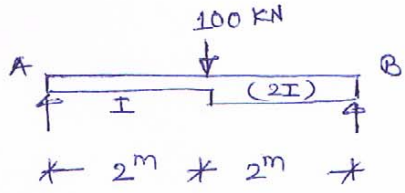

Fig. 2 (Q.2 (a))
Q.2 **(a)** Find the deflaction under point load for a beam shown in fig. 2. E = 2 x 10^5 MPa and I = 1 x 10^8 mm^4. Use Conjugate beam method. **07**